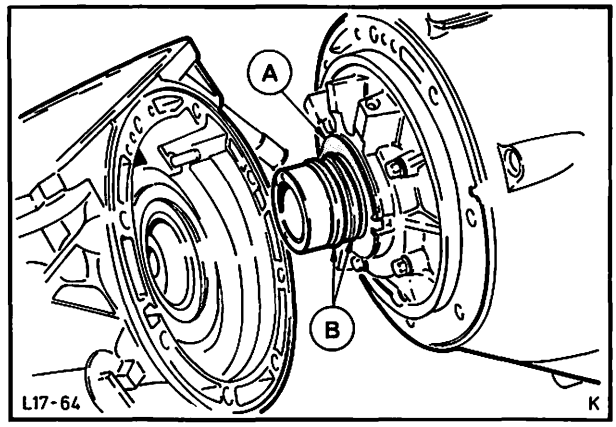

Abb. 95 Wandlergehäuse montieren
49. Anlaufscheibe Nr. 1 mit Öl an das Ölpumpengehäuse kleben. Neuen Rechteck-Ring auf das Wandlergehäuse und Papierdichtung auf das Getriebegehäuse legen. Wandlergehäuse mit montierter Ölpumpe vorsichtig montieren, **dabei Kolbenringe der Ölpumpe nicht beschädigen.** Abb. 95. Schrauben mit neuen Aluminiumscheiben einsetzen und mit vorgeschriebenem Drehmoment festziehen.